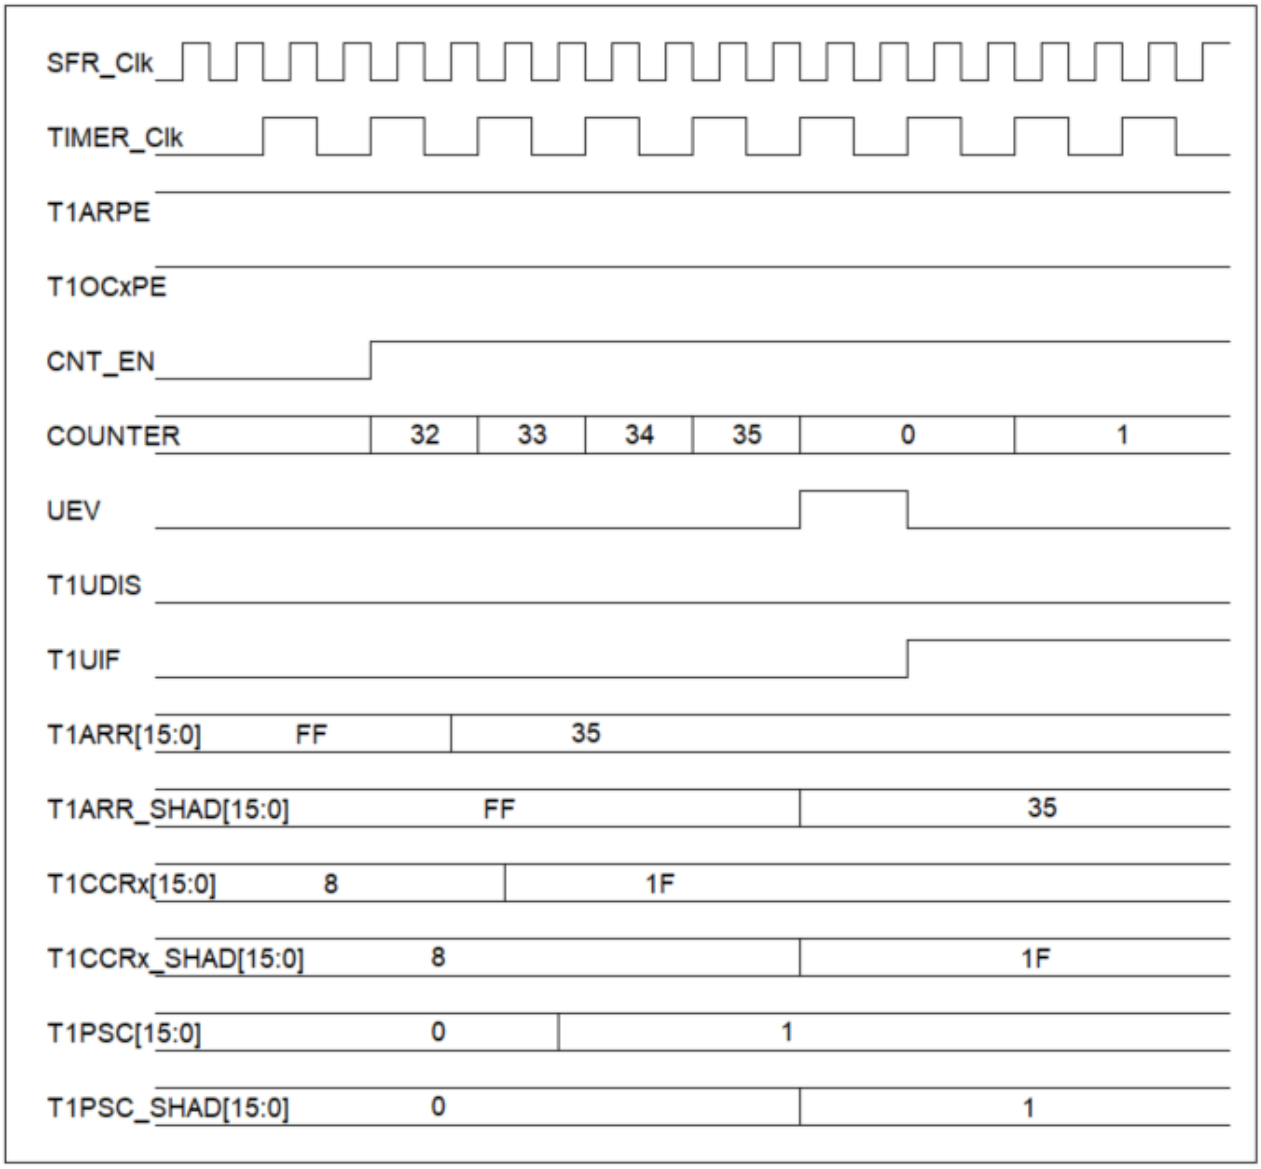

图 7-4 更新事件下，预装载寄存器的更新时序图
1.1 当计数器使能(T1CEN = 1)，且其相应的预装载使能时(T1OCxPE / T1ARPE =1，如**表 7-18**)，其影子寄存器将在产生更新事件时更新为预装载值，如**图 7-4**；